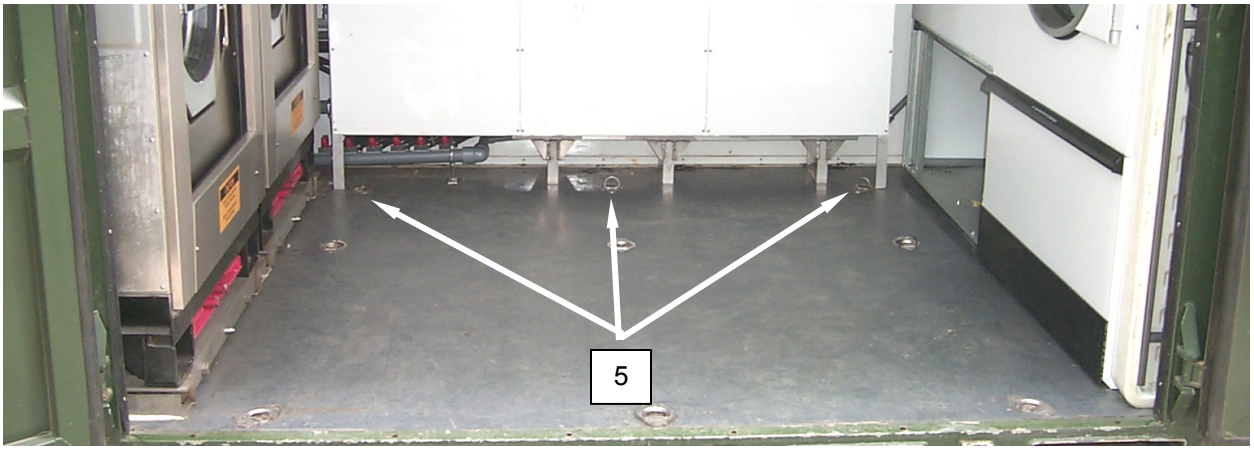

Figure 5. Three D-Rings.
9. Lift the three D-rings **(Figure 5, Item 5)** closest to the reuse filters.